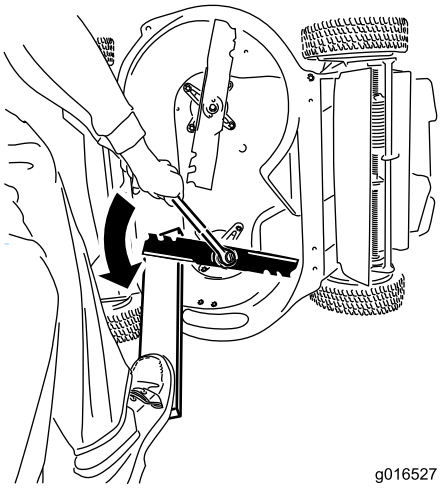

Figura 32
1. Usate un blocco di legno per tenere ferma la lama e ruotatela in senso antiorario come mostrato in (Figura 32).